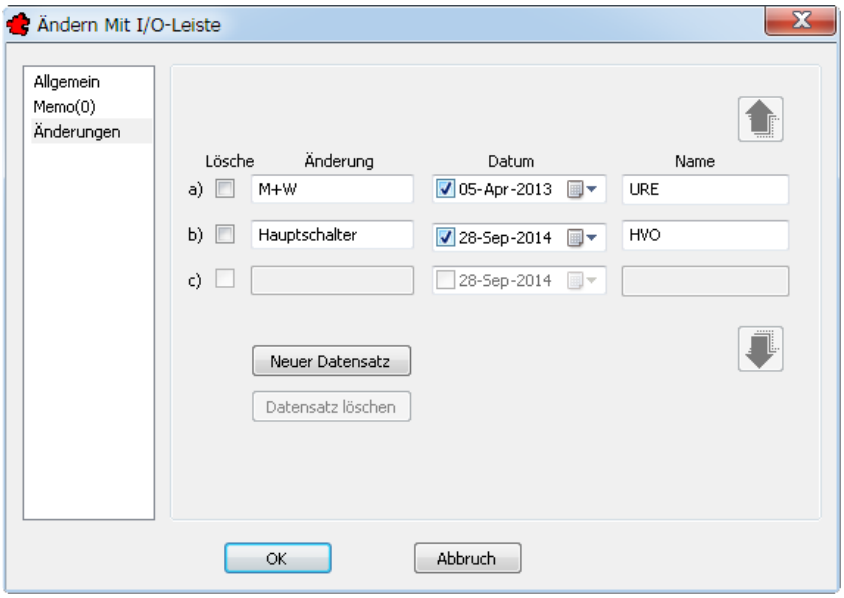

Bild 19.10 – Der Vermerk wurde in alle Blätter der Anlage eingetragen
- Wenn Sie nun eine der Zeichnungen des Seminarraums *ändern,* so finden Sie in der Rubrik *Änderungen* den neuen Vermerk (Abb. 19.10).